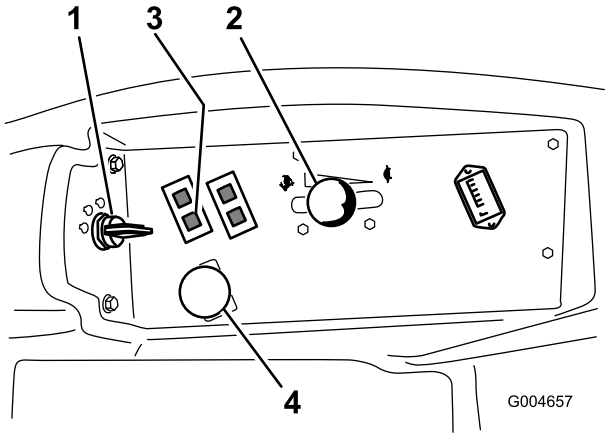

Figur 15
4. Skyv spaken for kraftuttak til stillingen Av (Figur 15).
5. Flytt gasspaken til midtveis mellom stillingene Hurtig og Sakte (Figur 15).